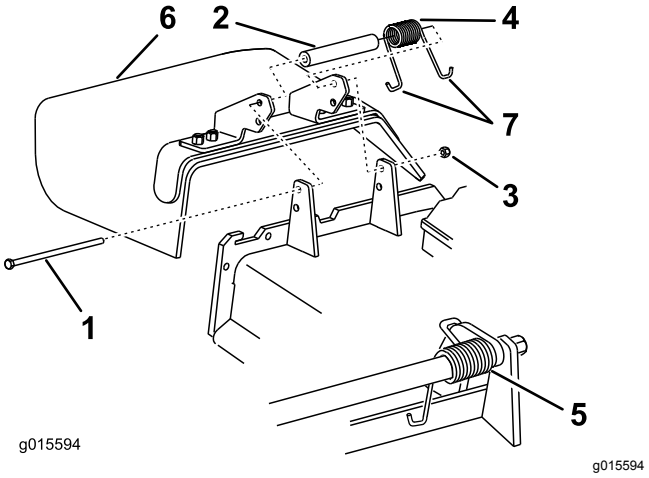

**Figuur 122**
1. Verwijder de borgmoer, bout, veer en afstandsstuk waarmee de grasgeleider vastzit op de draaibeugels (Figuur 122).
2. Verwijder een beschadigde of versleten grasgeleider (Figuur 122).
**Opmerking:** Zorg ervoor dat 1 J-vormig eind van de veer is gemonteerd achter de rand van het maaidek voordat u de bout monteert zoals wordt aangegeven in Figuur 122.
6. Plaats 1 J-vormig eind van de veer om de grasgeleider (Figuur 122).